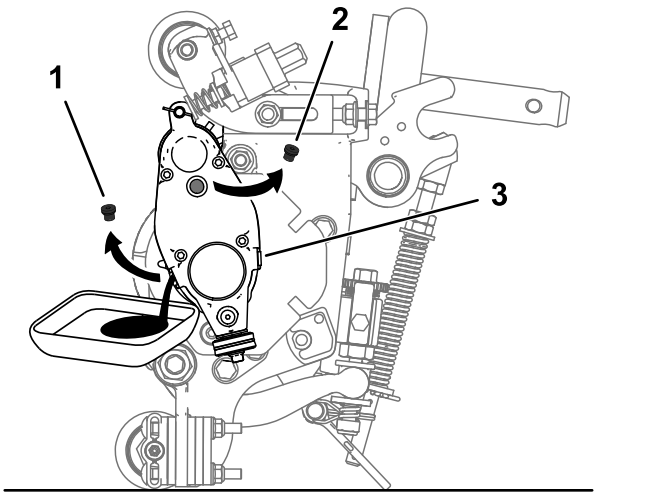

Рисунок 25
5. Наклоните режущий блок назад на откидную подставку так, чтобы сливное отверстие было внизу и можно было обеспечить полный слив (Рисунок 25).